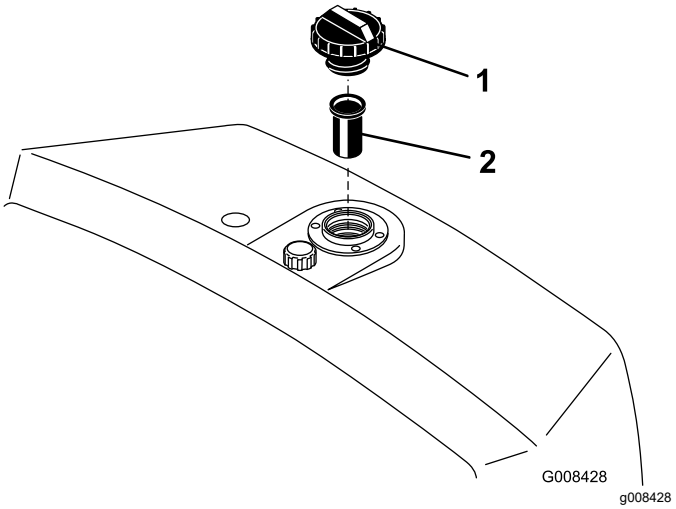

Figur 49
2. Ta bort locket från tanken och kontrollera oljenivån. Vätskan ska nå upp till nederdelen på filtret i påfyllningsröret (Figur 49).